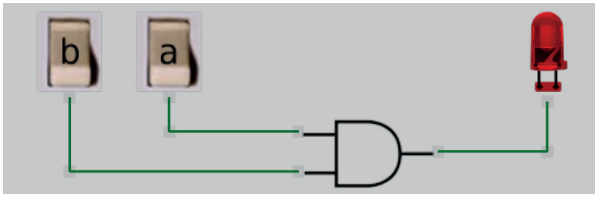

Figura 3.6 – Simulação da porta E de duas entradas no Atanua.
27. Utilizando o software de simulação Atanua, simule o CI 74LS08, conforme a figura 3.6.